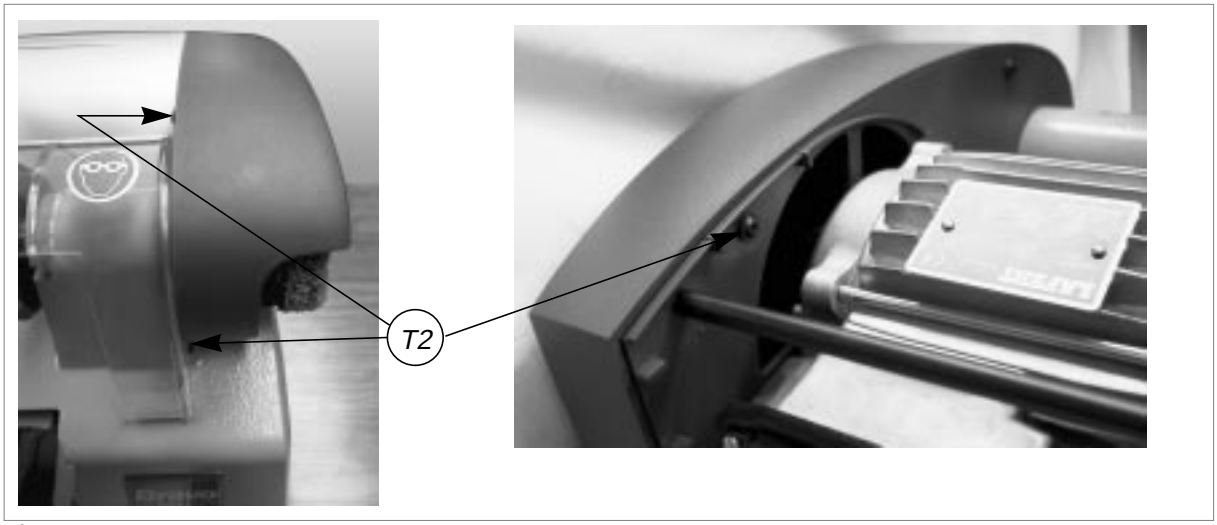

Fig. 37
4) Loosen the 3 screws (T2) (fig.37) on the belt cover and remove (pull out towards the front of the machine).
4) Loosen the 3 screws (T2) (fig. 37, page 27) on the belt cover and remove (pull towards the front of the machine).
6) Replace the belt cover and fix with the 3 screws (T2) (fig. 37, page 27).
5) Loosen the 3 screws (T2) (fig. 37, page 27) on the belt cover and remove (pull towards the front of the machine).
18) Replace the belt cover and fix with the 3 screws (T2) (fig. 37, page 27).